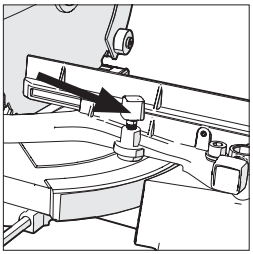

Fig. 20
- Slăbiți șurubul de blocare a unghiului **(Fig. 20)** rotindu-l în sens antiorar.